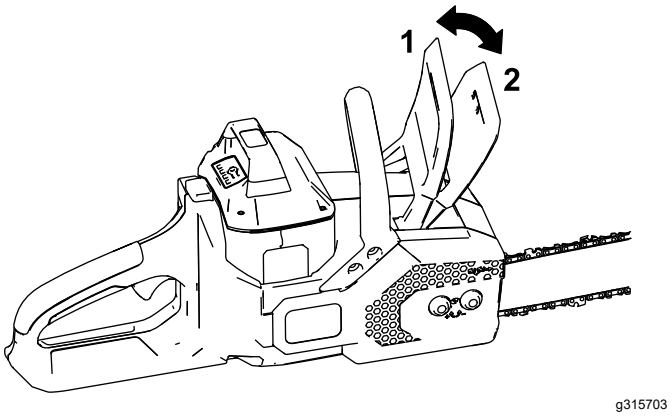

Figur 8
6. Sørg for, at kædebremsen er i BETJENINGS-positionen (Figur 8).
Når du ikke bruger saven eller transporterer saven til eller fra arbejdsområdet, skal du placere kædebremsen i STOP-position (Figur 8) og fjerne batteripakken.